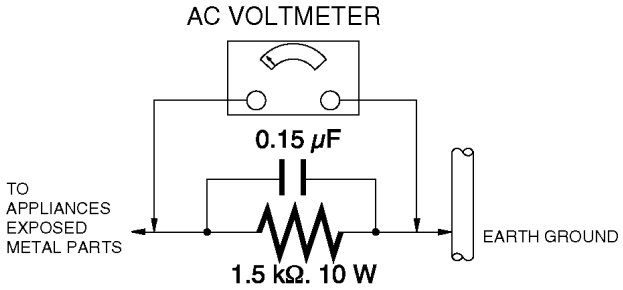

Figure. 1
1.3. Leakage Current Hot Check (See Figure 1.)--------3
1.3. Leakage Current Hot Check (See Figure 1.)
2. Connect a 1.5 kΩ, 10 W resistor, in parallel with a 0.15 μF capacitor, between each exposed metallic part on the set and a good earth ground, as shown in Figure 1.